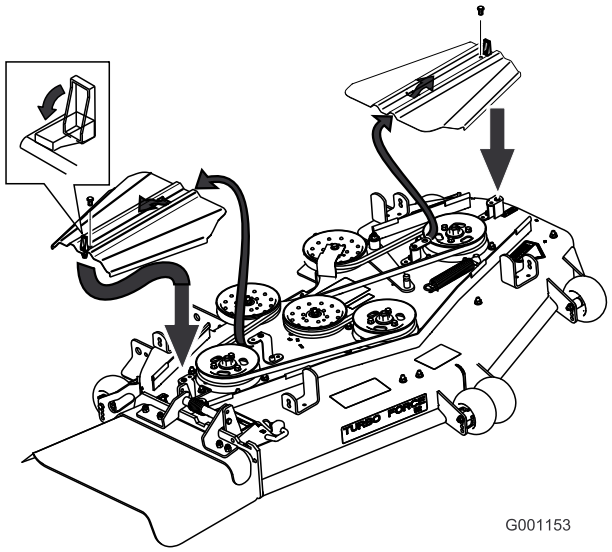

Figur 65
3. Fjern de bolte, der fastholder remskærmen, og fjern remskærmen (Figur 65).
9. Monter remskærmene ved at skubbe skærmen ind i tappen, montere boltene og lukke låsene (Figur 65).